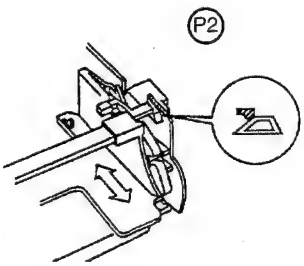

fig. 5b
- Die Hebel (P2) wie in Abb.5b dargestellt positioneren, bevor der obere Teil wieder aufgesetzt wird (Abb.5c).
- Position the levers as shown in figure 5b before fitting the top unit (figure 5c).